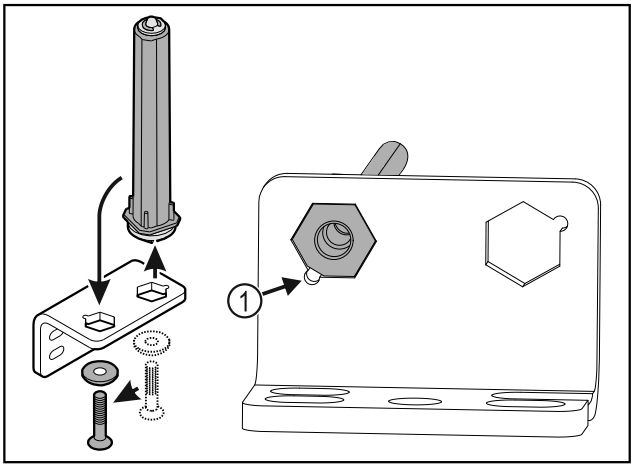

Fig. 33
▶ Observar que, al colocar, el bisel del perno *Fig. 33 (1)* apunte hacia el agujero redondo.